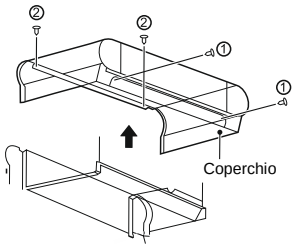

Figura 4-6: Smontaggio del coperchio
c) Come mostrato nella Figura 4-6, svitare le viti ①×2 e ②×2, quindi rimuovere il coperchio.